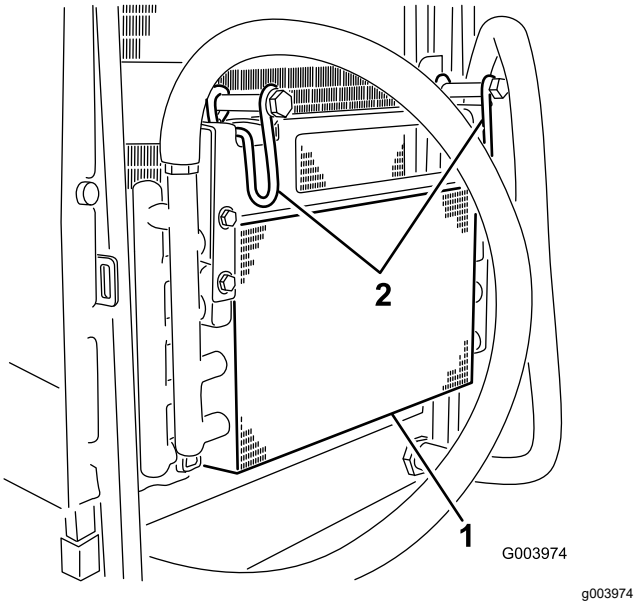

Rysunek 69
5. Obróć zaczepy do wewnątrz, aby zwolnić chłodnicę oleju (Rysunek 69).